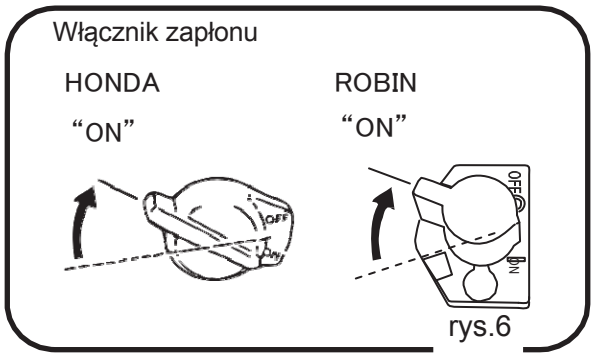

rys.6
4. Przestaw włącznik zapłonu do pozycji "ON (praca)". (rys.6)